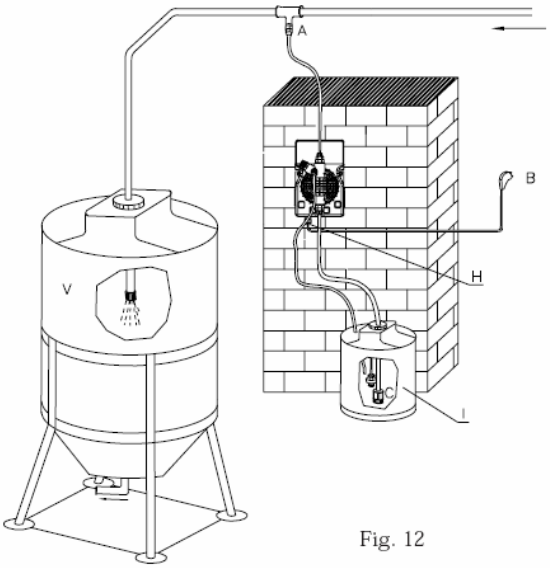

Fig. 12
6.2. Обычный вариант установки (Рис. 12)